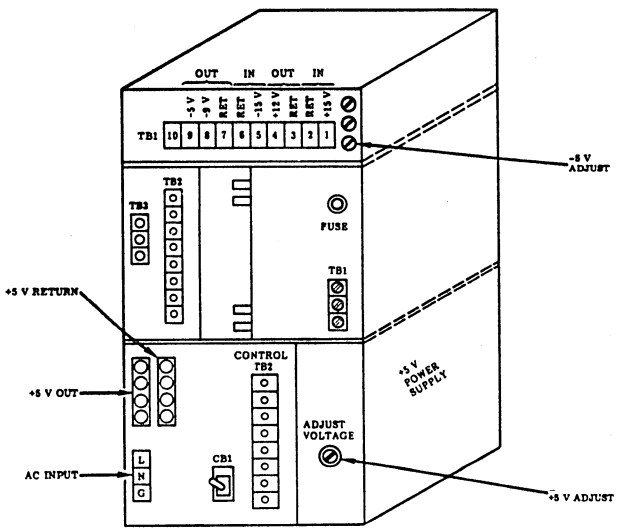

Figure 6A-6. ±5 V dc Test Points
To check the +5 V dc power supply (see figure 6A-6), perform the following:
1. Remove the cabinet front panel(s). Unlatch and swing down the equipment mounting frame (see figure 6A-1).